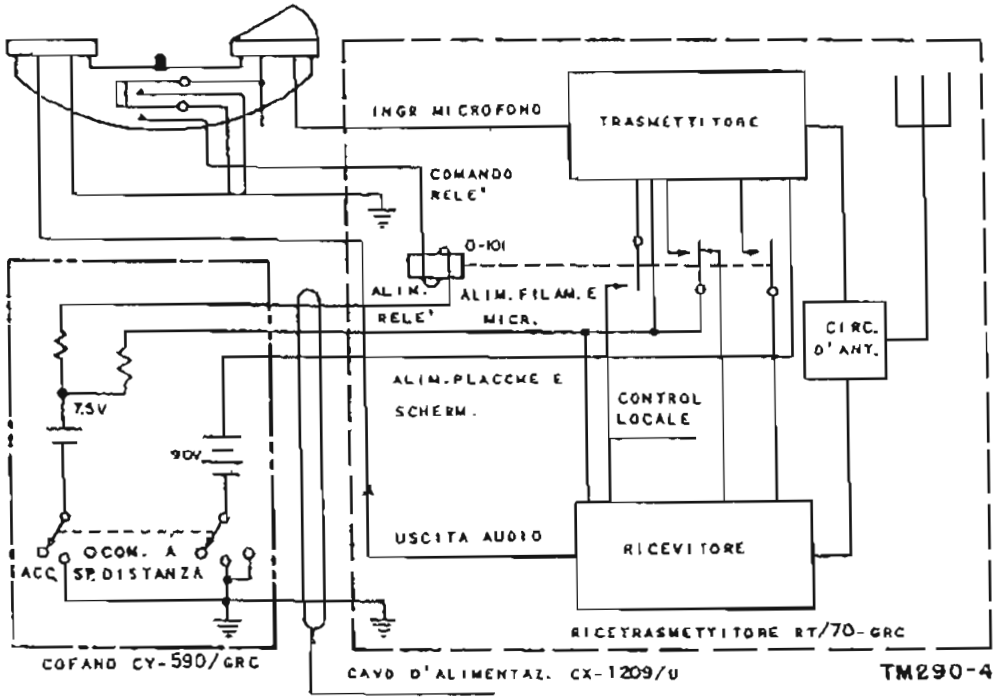
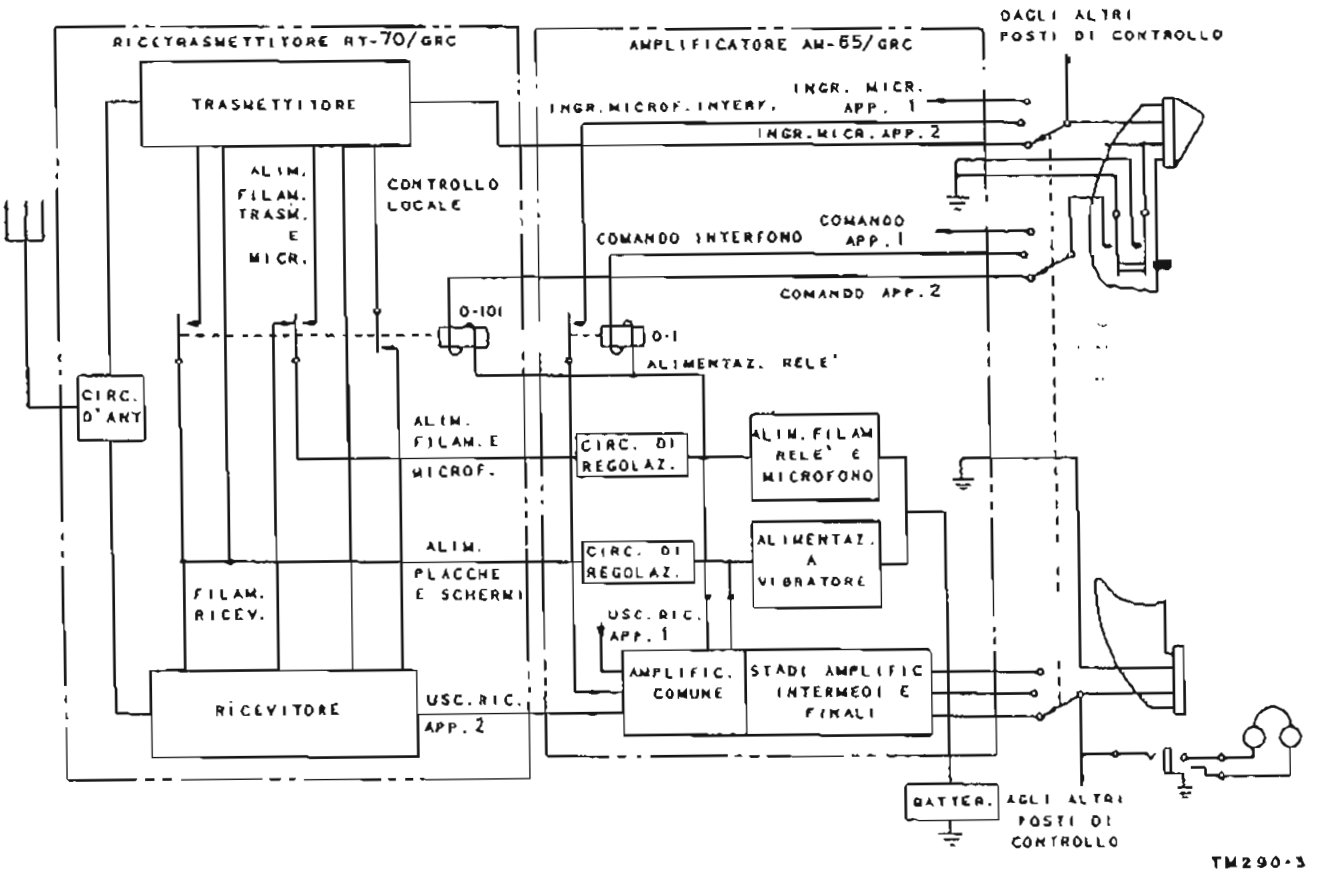

FIG. 3 - Schema a blocchi semplificato dell'inserimento del Rice-Trasmettitore RT-70(*)/GRC nel Complesso Radio AN/PRC-16.
FIG. 4 - Schema a blocchi semplificato dell'inserimento del Rice-Trasmettitore RT-70(*)/GRC nel Complesso Radio AN/VRC-7.
*c.* La fig. 3 indica come il Ricetrasmettitore RT-70(*)/GRC deve essere associato agli altri componenti, per costituire l'Installazione Portatile Campale AN/PRC-16.
(1) I Componenti aggiuntivi necessari per formare il complesso AN/PRC-16, sono: una Batteria di pile (90 volt e 7,5 volt) racchiusa in un Cofano per batterie (CY-590/GRC), un Microfono con interruttore a pulsante, una Cuffia (entrambi gli accessori audio possono essere dotati di Connettore U-77/U a 10 poli), un'Antenna, ed una Piastra di montaggio. Il Cavo di Alimentazione CX-1209/U collega i circuiti di controllo e di alimentazione del Ricetrasmettitore alle batterie nel Cofano CY-590/GRC.
(2) La commutazione ricezione-trasmissione è ottenuta mediante un pulsante microfonico ed un relè nel Ricetrasmettitore. Un circuito di controllo locale convoglia una parte dell'energia audio del microfono ai circuiti audio del Ricevitore a scopo di controllo.
*d.* Nell'Installazione Radio denominata AN/VRC-7 vengono impiegati, insieme al Ricetrasmettitore RT-70(*)/GRC, l'Amplificatore AM-65/GRC, la Scatola di Controllo C-375/VRC, l'Alimentatore PP-448/GR, o PP-281/GRC, oltre a cavi, accessori ed altri componenti. La fig. 4 mostra uno schema a blocchi di tale Complesso. In esso, l'amplificatore fornisce il controllo della uscita del Ricevitore, il canale interfonico e tutte le tensioni di lavoro per i circuiti propri e per quelli del Ricetrasmettitore.